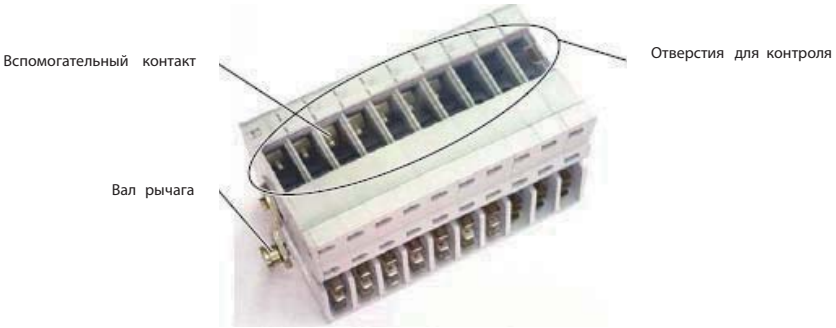

Рис. 65. Проверка вспомогательных контактов
6) После проведения контроля установите все детали и компоненты на свои места в обратном порядке их извлечения. При установке вспомогательных контактов необходимо нанести молибденовую смазку в месте зацепления рычага управления и вала рычага. Вспомогательные контакты можно проверить визуально через отверстия для контроля, изображенные на рис. 65.